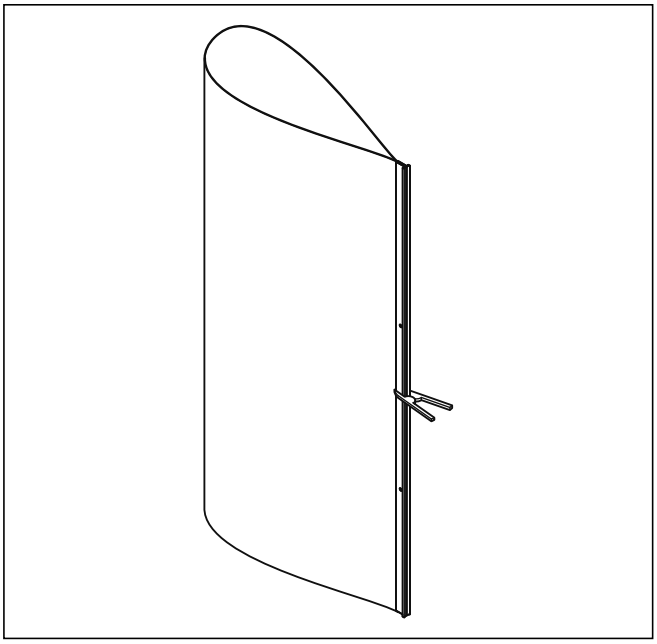

Abb. 4.9 Verkleidungsmantel mit Zwinge fixieren
- Greifen Sie den Verkleidungsmantel an der Metall-Leiste und gehen hiermit um den Speicher herum, sodass Sie den Mantel „auf links" tropfenförmig in der Hand haben (→ **Abb. 4.9**).